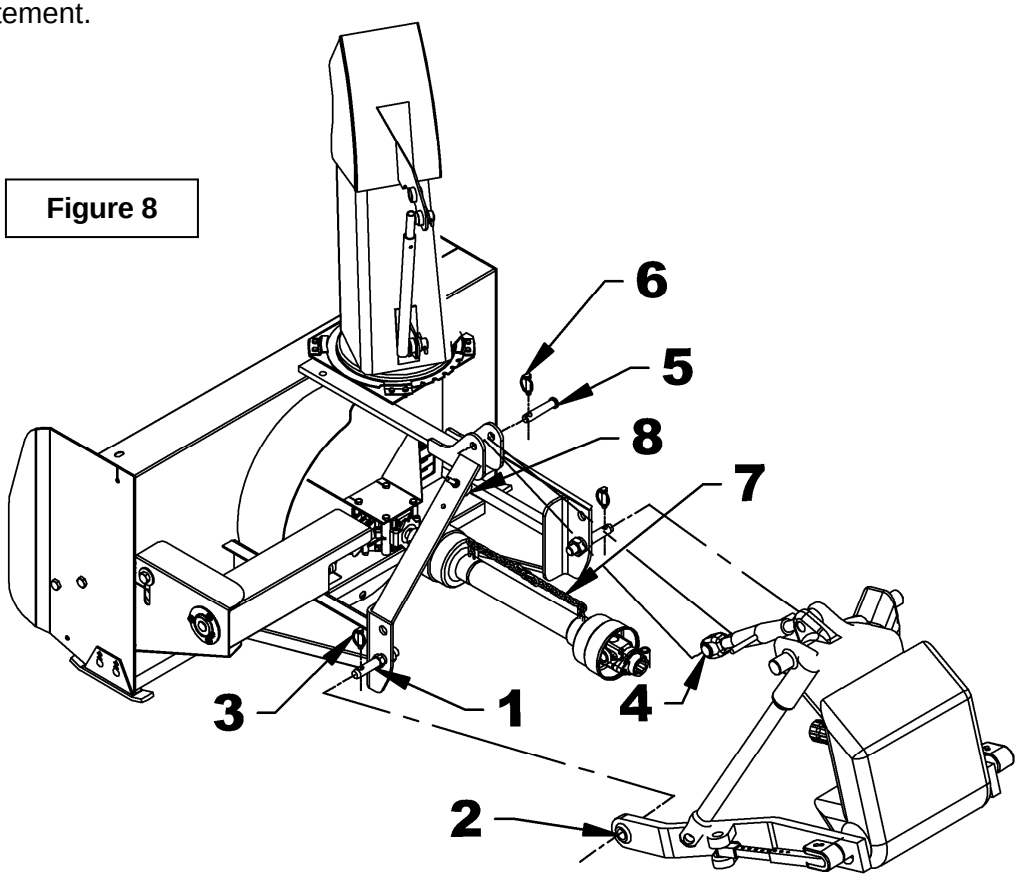

Figure 8
3. **Figure 8:** Détacher le bras supérieur (item 4) en retirant la goupille à anneau et la goupille (items 6-5).
4. **Figure 8:** Détacher l'arbre à cardan du tracteur et attacher la chaîne de sureté (item 7) au boulon à oeillet de l'attache trois points (item 8).
5. **Figure 8:** Détacher les bras inférieurs (items 2) des goupilles d'attache (item 1) en retirant les goupilles à anneau (items 3), desserrer les bras anti-oscillement et reculer le tracteur lentement.